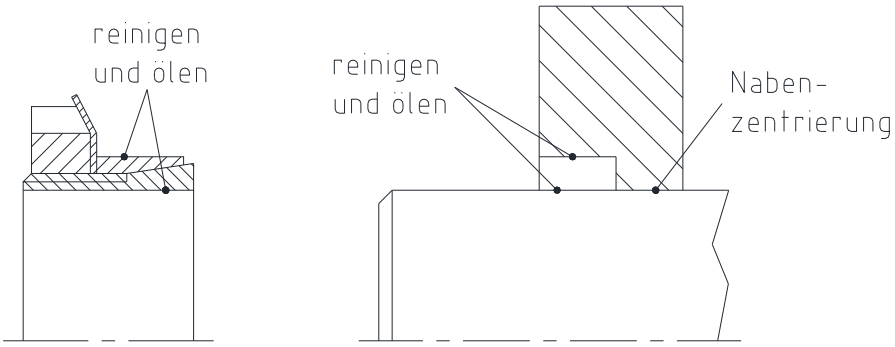

Bild 6: Reinigen und ölen der Flächen (Beispiel: CLAMPEX® KTR 125)
- Die in Bild 6 gekennzeichneten Flächen des Spannsatzes sowie der Welle und Nabe reinigen und anschließend dünnflüssiges Öl leicht auftragen (z.B. Ballistol Universal Öl oder Klüber Quietsch-Ex).